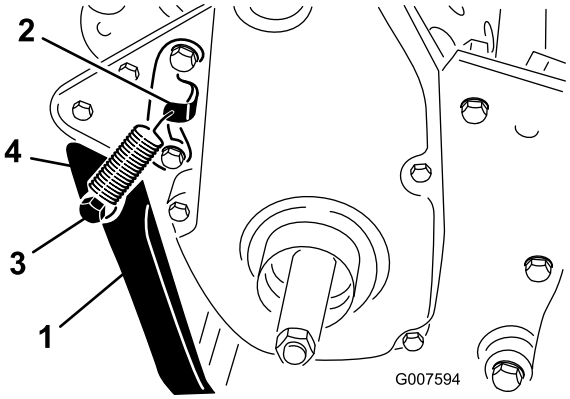

**Figura 7**
2. Prenda a mola no furo do suporte da mola e na fixação da mola alinhando a cavilha da mola com os furos de montagem na parte traseira do chassis (Figura 7).
3. Monte o apoio em cada lado do chassis com um parafuso, anilha de bloqueio, cunha, anilha de cabeça chata e porca de bloqueio (Figura 7). Posicione a cunha no furo de montagem do apoio.